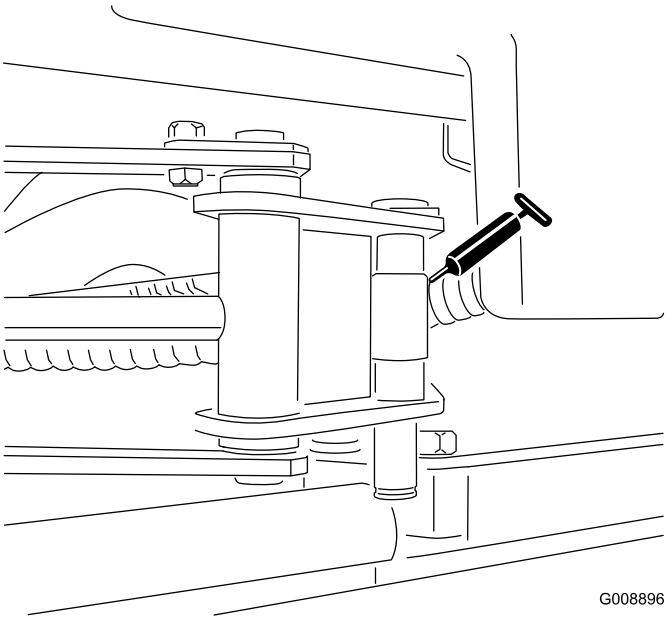

Rysunek 52
- Końcówki siłownika bocznych zespołów tnących (2; dotyczy tylko modelu 03170) (Rysunek 52)